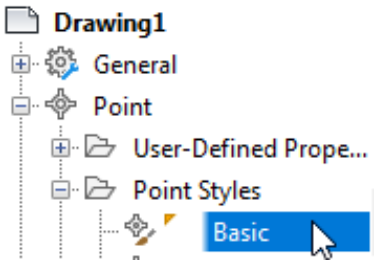

Figure 2-61 *The triangular symbol displayed on the left of the* ***Basic*** *point style*
1. Choose the **Settings** tab of the **TOOLSPACE** palette and expand **Point > Point Styles**; a triangular symbol on the left of the style name is displayed, as shown in Figure 2-61. This symbol indicates that the style being used is an existing style named **Basic**.